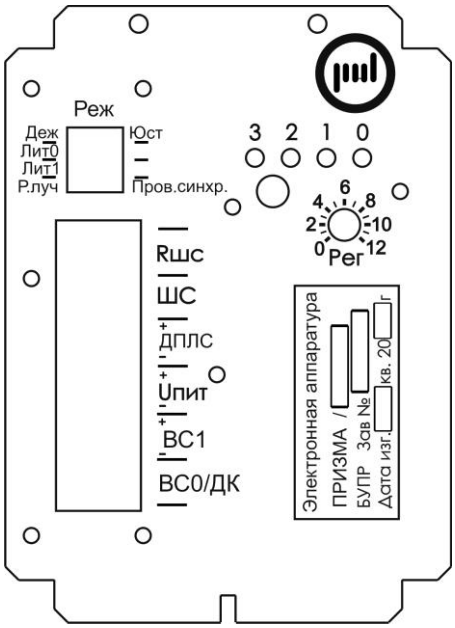

Рис. 6.6
6.2.2.1 Блок управления **БУПР** предназначен для подключения БПРМ. Выпускается в литом алюминиевом корпусе со съемной крышкой (см. рис. 6.5). БУПР входит в комплект поставки извещателя. Крепление крышки на корпусе осуществляется четырьмя винтами. Уплотнение крышки осуществляется с помощью резиновой прокладки. В нижней части корпуса размещены вилка разъема для подключения встроенного в БПРМ кабеля, гермоввод для кабеля связи с БП и ППК с зажимной гайкой для обеспечения крепления кабеля и уплотнения места ввода, ввод с резиновой втулкой и заглушкой для отдельного кабеля питания. Уплотнение кабеля в гермовводе обеспечивается сжатием резиновой прокладки при закручивании зажимной гайки. Внутри корпуса БУПР установлено шасси (см. рис. 6.6), которое крепится к корпусу тремя винтами. На обратной стороне шасси закреплён электронный модуль на основе печатной платы и плата коммутации. На плате коммутации установлены клеммы-зажимы, которые используются для установки контрольного резистора «Rшс», подключения кабеля связи с ППК, и проводов синхронизации, четыре движковых переключателя.